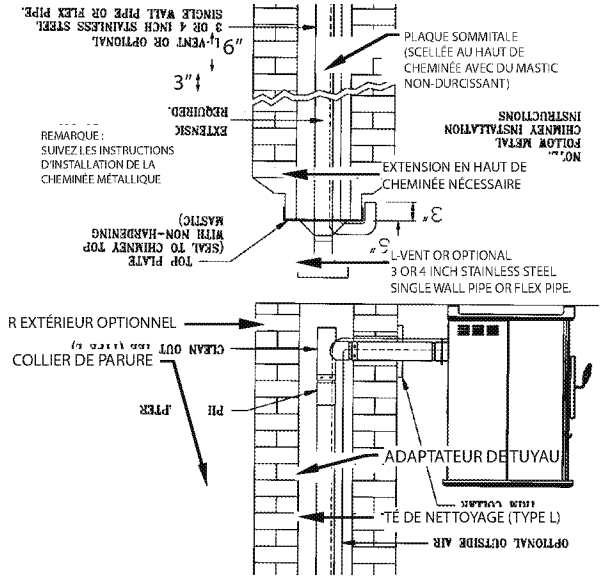

FIGURE 10
4. Installez le té en bas sur le système de tuyau vertical, et abaissez-le dans la cheminée jusqu'à ce que sa branche centrale soit au niveau du centre du trou dans la maçonnerie, comme c'est montré en figure 10.